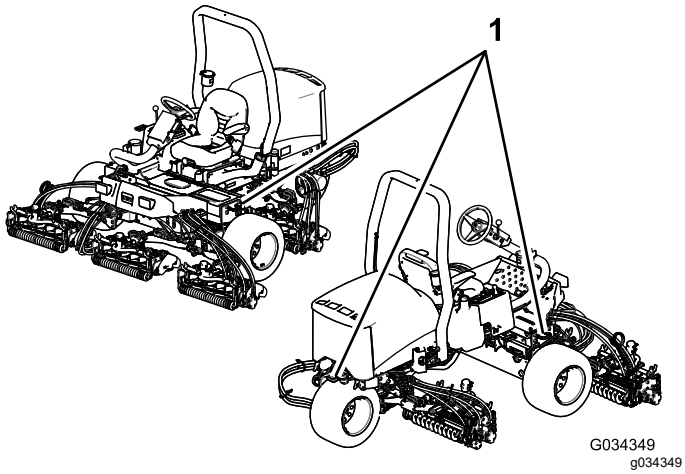

Figur 43
- Fastgør maskinen med stropper, kæder, kabler eller reb. Både de forreste og bageste stropper bør føres ned og udad fra maskinen. Se Figur 43.